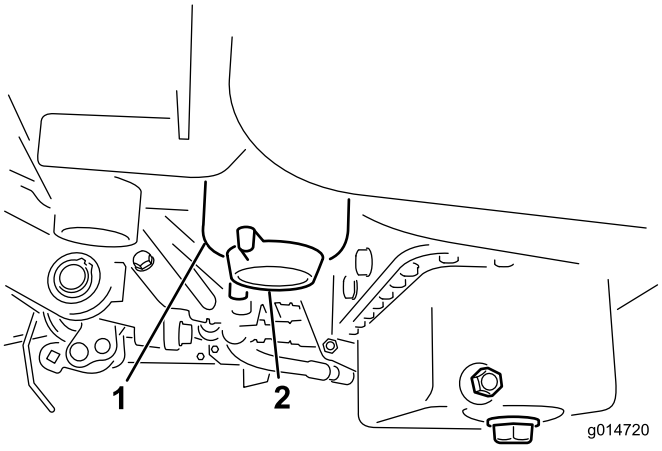

**Figur 33**
3. Öppna avtappningspluggen på bränslefiltret cirka ett varv och töm ut eventuellt ansamlat vatten (Figur 33). Dra åt pluggen efter tömningen.